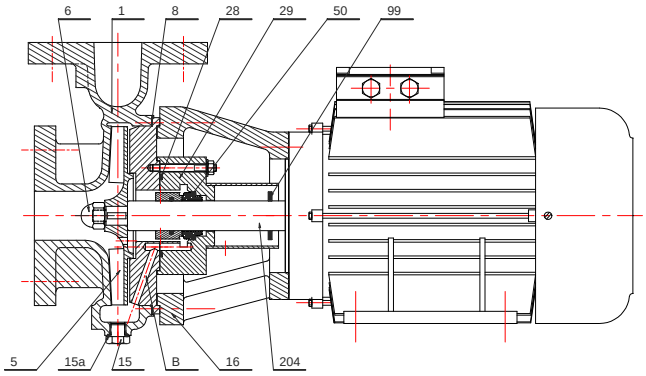

Fig 4
- Les pompes 106-209-210-216-312-316-414-516-522-614-619-827 peuvent être montées seulement en monocellulaire fig 4 ou 6 si arbre manchonné